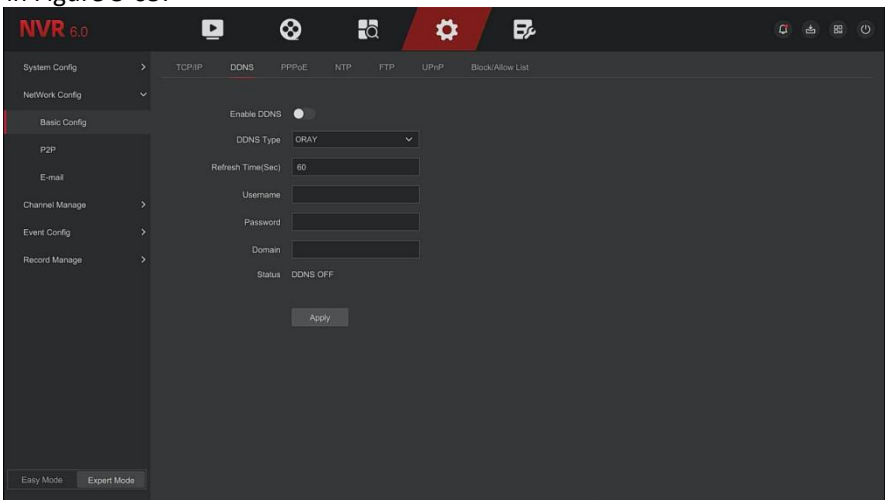

Figure 5-65
Step 1: On the menu page, select "Config → Expert Mode → Network Config → Basic Config → DDNS" to enter the DDNS interface, as shown in Figure 5-65.